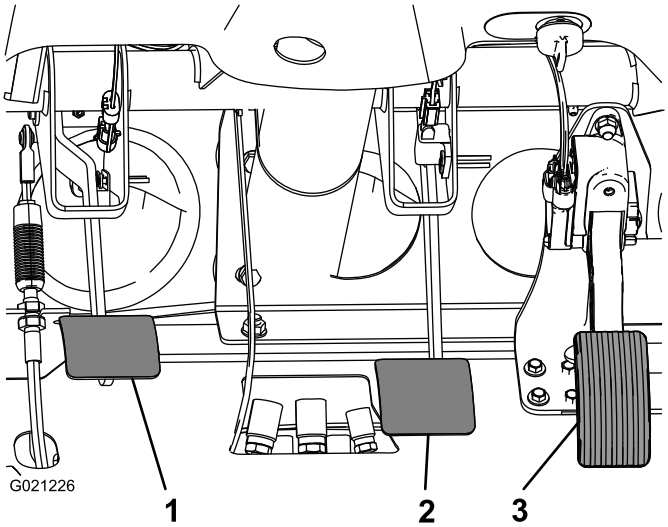

Figur 67
2. Løft op i bremsepedalen (Figur 67), indtil den berører stellet.
3. Løsn kontramøtrikkerne, der fastgør gaflen til hovedcylinderakslen (Figur 67).